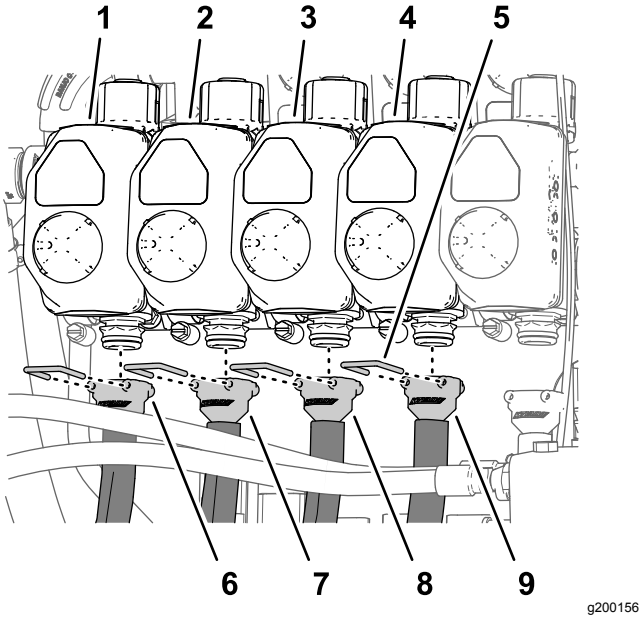
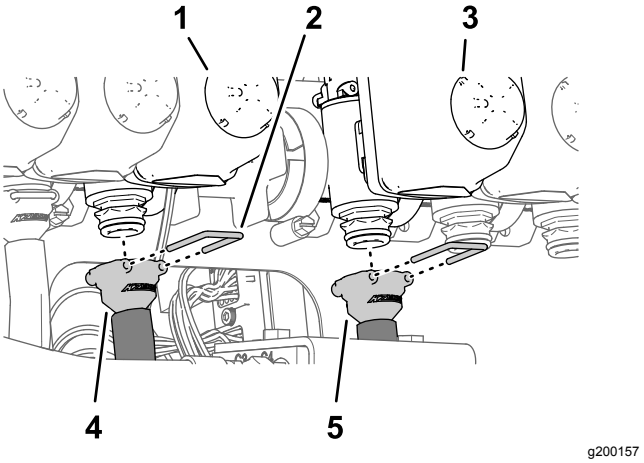

Figur 124
Figur 125
Merk: Se Figur 124 i Montere slangene til dyseventil 1 til og med 4 (side 55), Figur 125 i Montere slangene til dyseventil 5 og 6 (side 55) og Figur 126 i Montere slangene til dyseventil 7 til 10 (side 56) for dyseventilstillinger.
1. Monter den rette koblingen med mothaker på en forsyningsslange på 279 cm på koblingen på dyseventil 1 (Figur 124).
2. Fest koblingen med mothaker til koblingen med en holder (Figur 124).
3. Monter den rette koblingen med mothaker på en forsyningsslange på 234 cm på koblingen på dyseventil 2 (Figur 124).
4. Fest koblingen med mothaker til koblingen med en holder (Figur 124).
5. Monter den rette koblingen med mothaker på en forsyningsslange på 188 cm på koblingen på dyseventil 3 (Figur 124).
6. Fest koblingen med mothaker til koblingen med en holder (Figur 124).
7. Monter den rette koblingen med mothaker på en forsyningsslange på 188 cm på koblingen på dyseventil 4 (Figur 124).
8. Fest koblingen med mothaker til koblingen med en holder (Figur 124).
1. Monter den rette koblingen med mothaker på en forsyningsslange på 81 cm på koblingen på dyseventil 5 (Figur 125).
2. Fest koblingen med mothaker til koblingen med en holder (Figur 125).
3. Monter den rette koblingen med mothaker på en forsyningsslange på 81 cm på koblingen på dyseventil 6 (Figur 125).
4. Fest koblingen med mothaker til koblingen med en holder (Figur 125).